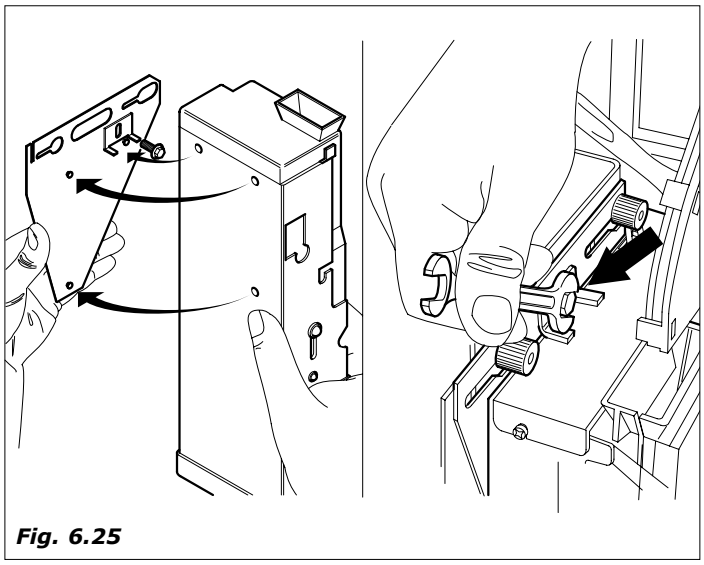

Fig. 6.25
- enganchar o dispositivo para as fichas ao suporte *(Fig.6.25)*